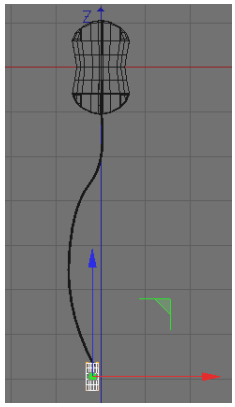

Figure 3-65 *Cube placed in the Top viewport*
9. Invoke the **Move** tool from the Command Palette and move *Cube* in the Top viewport to place it, as shown in Figure 3-65.